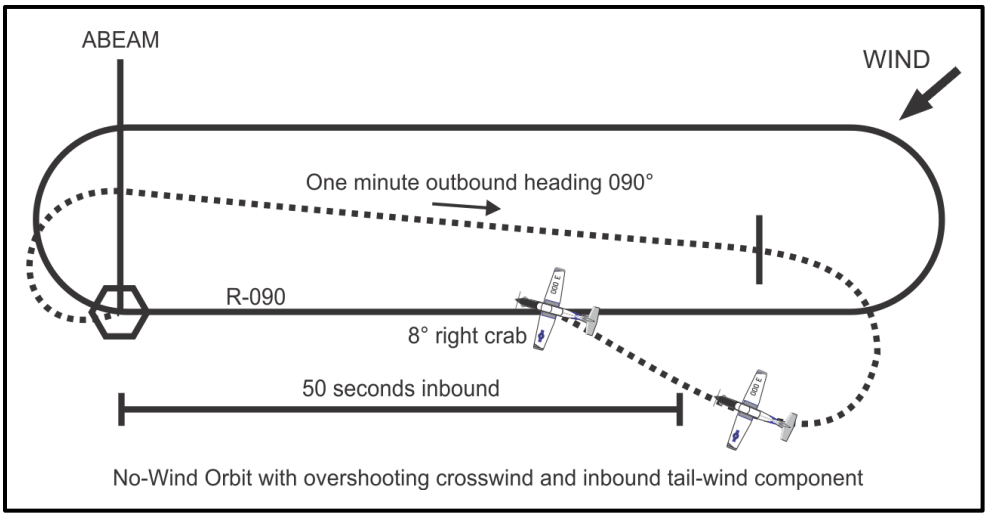

Figure 7-18 No-Wind Orbit
2. Adjust outbound timing as needed to attain the required inbound time; e.g., if the previous orbit required inbound time was 10 seconds too short, then your outbound time should be increased by ten seconds (see Figure 7-18).